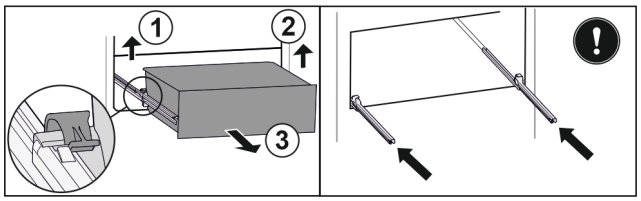

*Fig. 167*
▶ Linker klem optillen en gelijktijdig lade links naar voren trekken. *Fig. 167 (1)*
▶ Rechter klem optillen en gelijktijdig lade rechts naar voren trekken. *Fig. 167 (2)*
▶ Lade naar voren toe verwijderen. *Fig. 167 (3)*